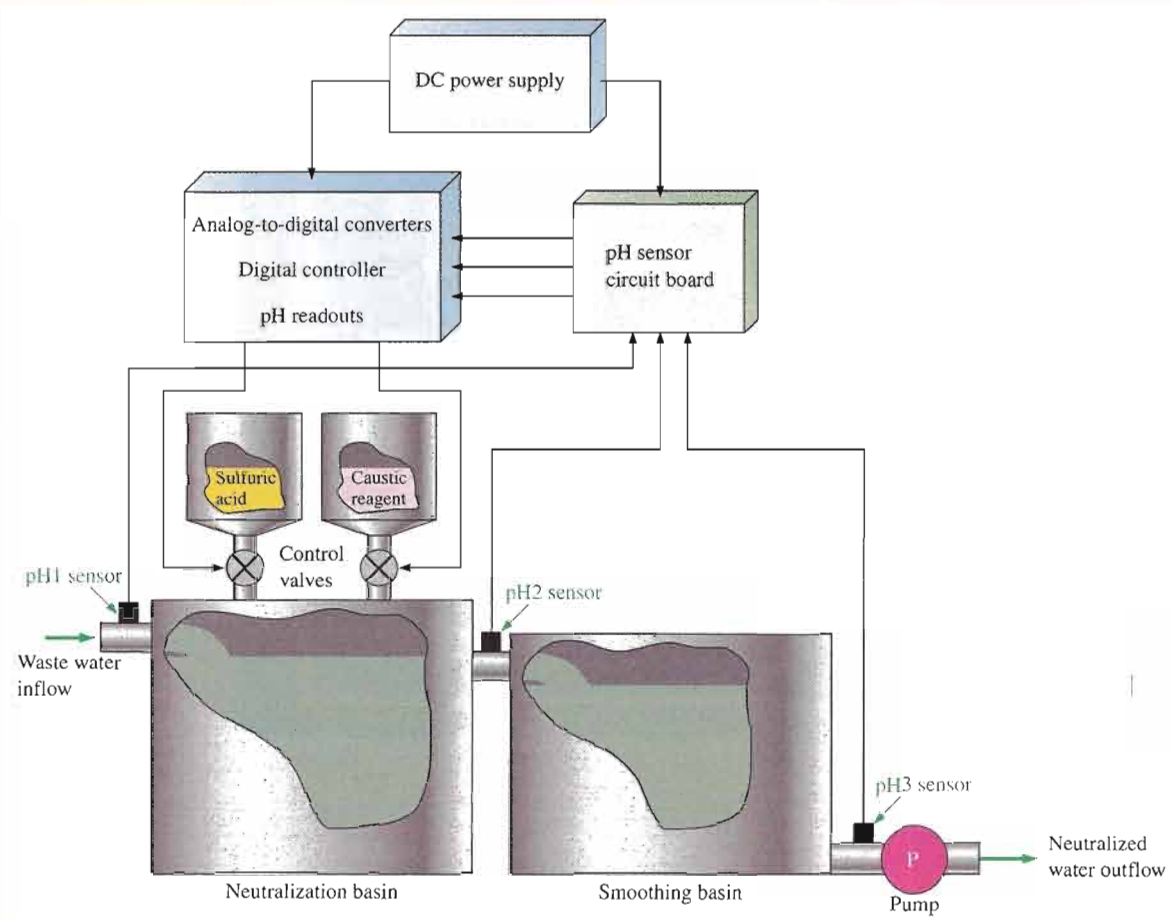

FIGURE 7–50
Refer to the partial data sheet in Figure 7–52 and the pH sensor graph in Figure 7–53.
- Develop a step-by-step set of instructions on how to check the pH sensor circuit board for proper operation using the test points (circled numbers) indicated in the test bench setup of Figure 7–54. Assume the test solutions for pH values from 2 to 11 are available.
Problems have developed in two boards. Based on the sequence of test bench measurements for each board indicated in Figure 7–55 on page 371, determine the most likely fault in each case. The circled numbers indicate test point connections to the circuit board. Assume typical data sheet values for the MOSFETs. The circuits are supposed to be calibrated, but don't rely on it.